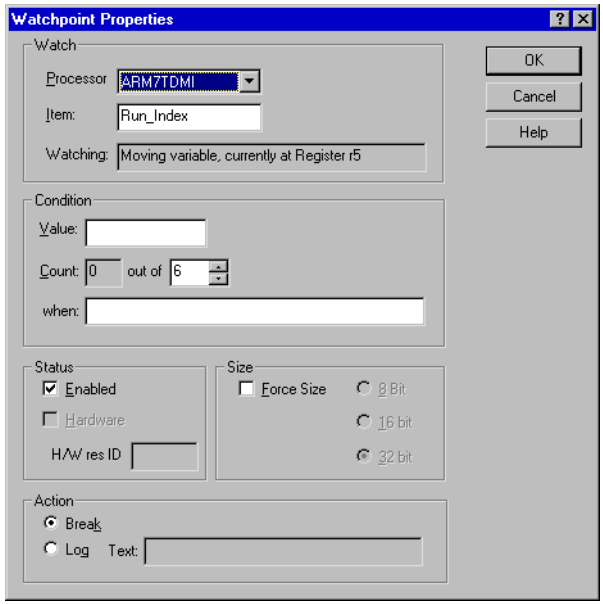

Figure 3-4 Setting a watchpoint
5. Select **Watchpoints** from the **System Views** menu, right-click in the Watchpoints system view, and select **Add** to display the Watchpoint Properties dialog (shown in Figure 3-4). For this example you specify that execution stops every sixth time the value of `Run_Index` changes.